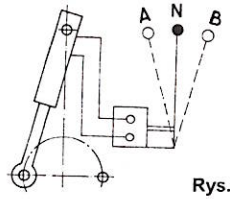

Rys.7
- dźwignię sterowania ustaw w pozycji **B**(**Rys.7**) - rama pługa obraca się o 180°,
- po wykonanym obrocie dźwignię sterowania ustaw w położenie **N**(**Rys.7**). Pług jest teraz zblokowany w nowym położeniu.